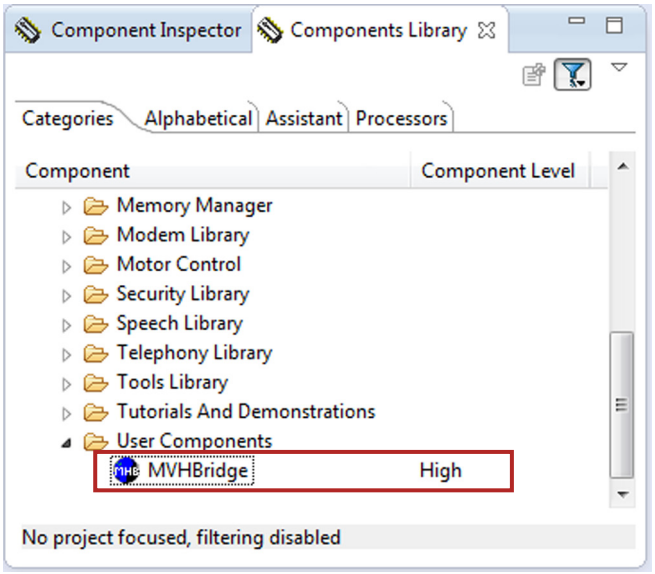

Figure 28. MVHBridge Component Location after CodeWarrior Import
4. If the import is successful, the MVHBridge component appears in **Components Library** -> **SW** -> **User Component** (see Figure 28). The MVHBridge component is ready to use.